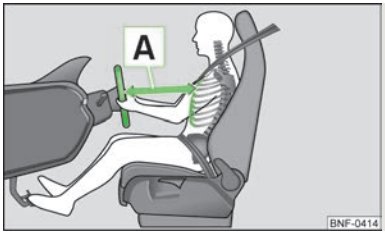

Fig. 78
- Adjust the steering wheel so that the distance A » Fig. 78 between the steering wheel and your chest is at least 25 cm.